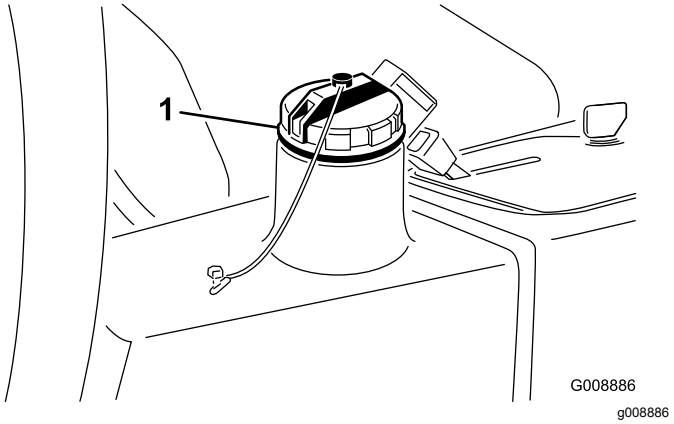

**Figur 82**
4. Fyld beholderen (Figur 82) med ca. 22,7 l hydraulikvæske. Se Hydraulikvæskespecifikationer (side 55).